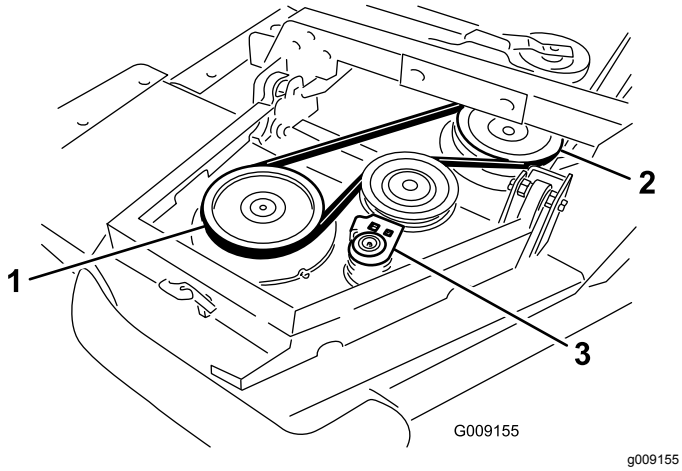

Figuur 5
A. Leg de riem rond de aspoelie van de winglet en de aspoelie van het voorste maaidek (Figuur 5).
B. Gebruik een ratelsleutel of soortgelijk gereedschap om de spanpoelie weg te houden van de poelies (Figuur 5).